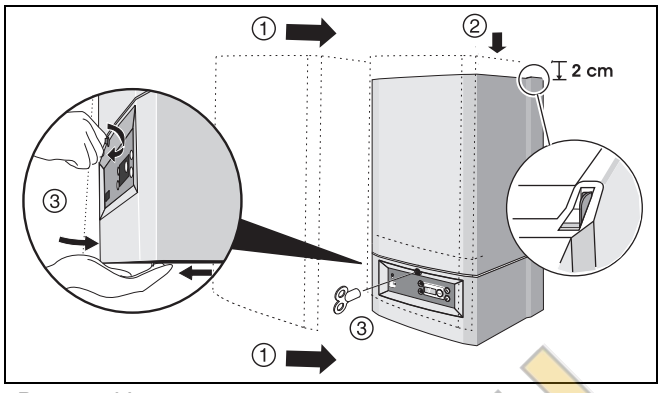

Рис. 25 Установите кожух
- Установите кожух (→ рис. 25).